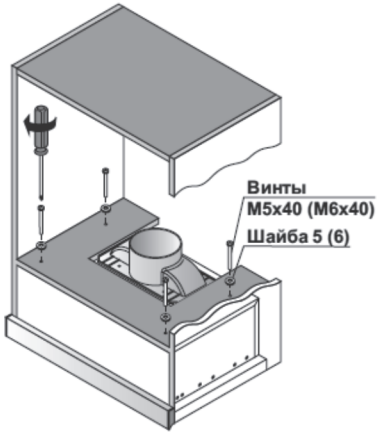

Рис. 3
3. При помощи винтов M6x40 (или M5x40) с шайбами из монтажного комплекта и отвертки прикрепите вытяжку к шкафу. (Рис. 3)